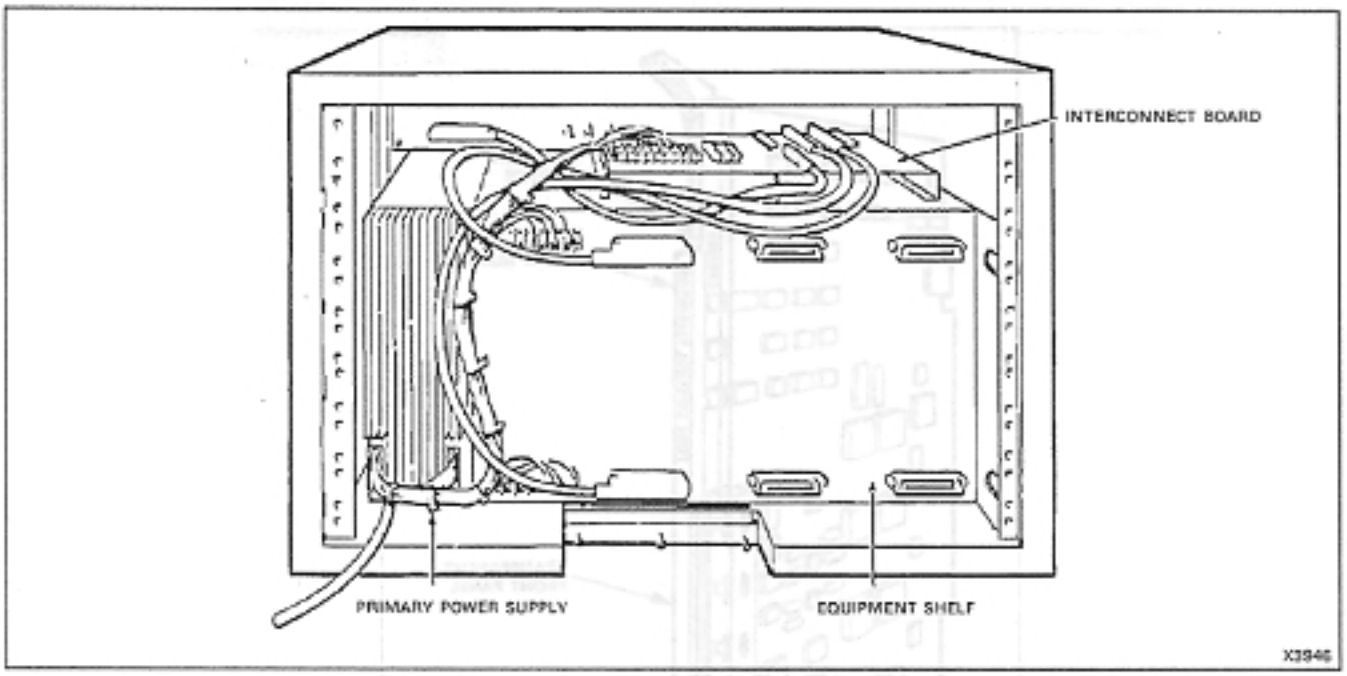

Figure 2-6 SX-100 Primary Power Supply
2.15 The system primary power supply (Figure 2-6 and 2-7), provides all system power from a 115 Vac. In the SX-200, optional factory strapping allows for 220 Vac operation. The SX-100 has a 220 Vac adapter to allow 115 Vac power to the system.